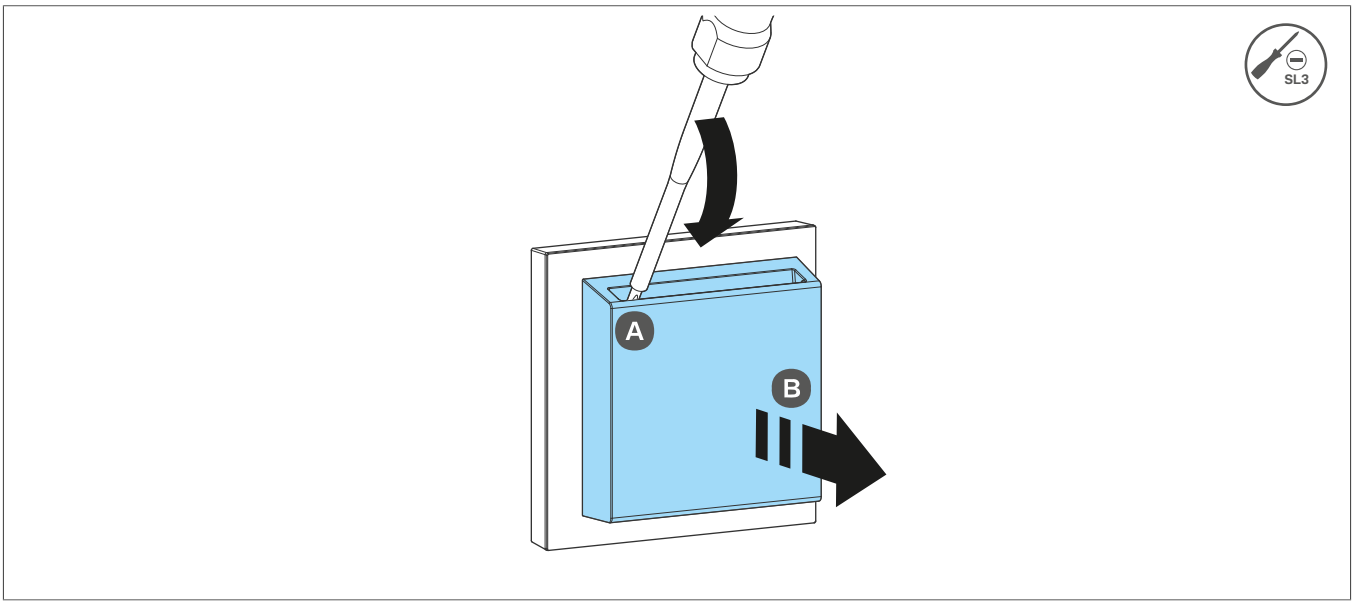

Bild 4: Designabdeckung demontieren
1. Designabdeckung entfernen. Hierzu Schlitz-Schraubendreher in die Öffnung der Hotelcard-Aufnahme einführen (Bild 4) und durch vorsichtiges wiederholtes Hebeln links A und rechts B die Designabdeckung lösen und abziehen.